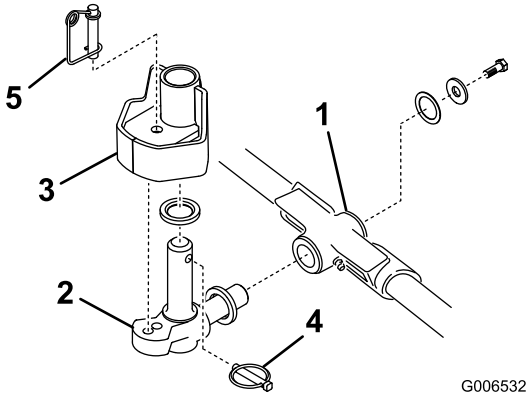

Figura 17
1. Introduza uma anilha de encosto no veio horizontal da articulação como mostrado em Figura 17.
2. Introduza o veio horizontal da articulação no tubo de montagem da estrutura de suporte (Figura 17).
3. Fixe a articulação na estrutura de suporte com uma anilha de encosto, uma anilha chata e um parafuso de cabeça flangeada (Figura 17).
4. Introduza uma anilha de encosto no veio vertical da articulação (Figura 17).
5. Se tiver sido removido, introduza o veio vertical da articulação no encaixe de eixo do braço de elevação (Figura 17). Posicione a articulação entre os dois amortecedores de centragem de borracha existentes no lado de baixo da placa de direcção do braço de elevação.
6. Introduza o pino de sujeição no orifício cruzado existente no veio da articulação (Figura 17).
Nota: Se a posição da unidade de corte tiver que estar fixa, introduza o pino de bloqueio da direcção no orifício de montagem da articulação (Figura 17).
11. Fixe o cabo da mola em volta da parte inferior do pino de bloqueio da direcção (Figura 17).